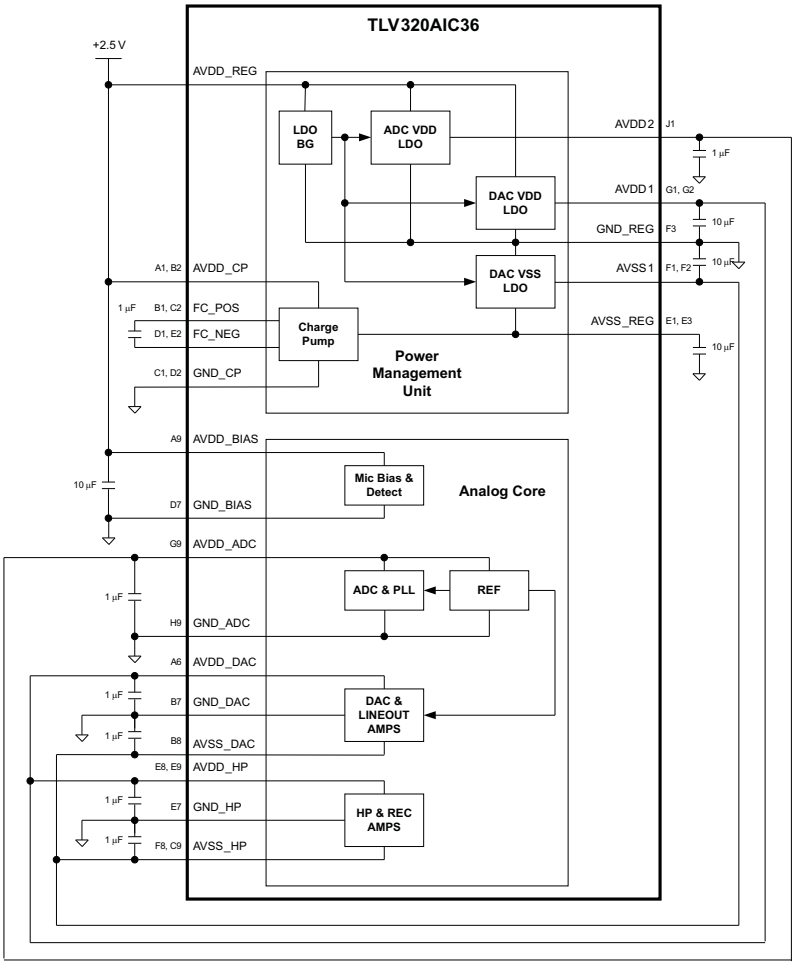

**Figure 5-48. Recommended Analog Power Supply Connections**
The allowed voltage supply ranges for the TLV320AIC36 analog blocks are 1.4 V to 1.8 V and –1.4 V to –1.8V. To ease system-level design, a charge pump and three low-dropout regulators (LDOs) are integrated to generate the appropriate analog voltage supplies from a single 2.1 to 2.8 V supply input. One positive LDO is used to generate a nominal +1.8 V supply for the input PGA and ADC section and another positive LDO generates a nominal +1.65 V for the DAC and audio amplifier sections. A negative charge pump generates a negative voltage which is then regulated to a nominal -1.65 V using a negative LDO. Figure 5-48 shows suggested hookup from the PMU to the analog core.
The first low power (LP) mode is capable of reducing power dissipation to 14mW for DAC to headphone playback. Max headphone output power is 20mW per channel. Referring to Figure 5-48, the changes are:
Referring to Figure 5-48, the changes are